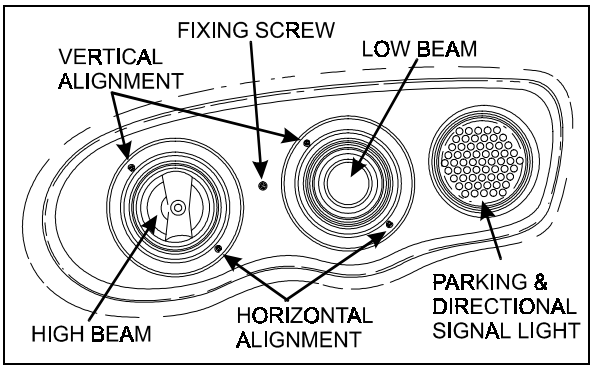

FIGURE 37: HEADLIGHT ASSEMBLY 06481
Headlight aim should be checked after installing a new bulb. Aiming can be performed without opening headlight assembly. Horizontal and vertical aiming of each module is provided by two adjusting screws that pivot the module in the housing for proper alignment (fig. 37). There is no adjustment for focus since the module is set for proper focus during manufacturing assembly.
2. Make sure that headlight assembly fixing screw is properly fastened (Fig. 37).
Note: *If beam is offset, a LOW CANDLES message will appear. Using vertical and horizontal alignment screws, adjust beam as needed (fig. 37).*
1. Remove the headlight screw fixing the headlight assembly, then pivot headlight assembly out (Fig. 37 and 38).